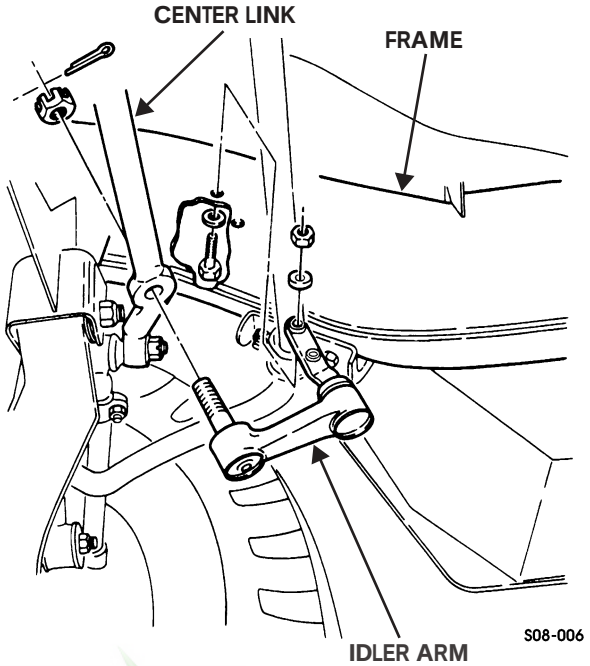

Figure 8-7: Idler Arm
2. Remove cotter pin and slotted nut securing idler arm to center link. Discard cotter pin (Figure 8-7).
1. Install idler arm on frame with two washers, capscrews, washers, and locknuts. Tighten locknuts to 60 lb-ft (81 N•m) (Figure 8-7).